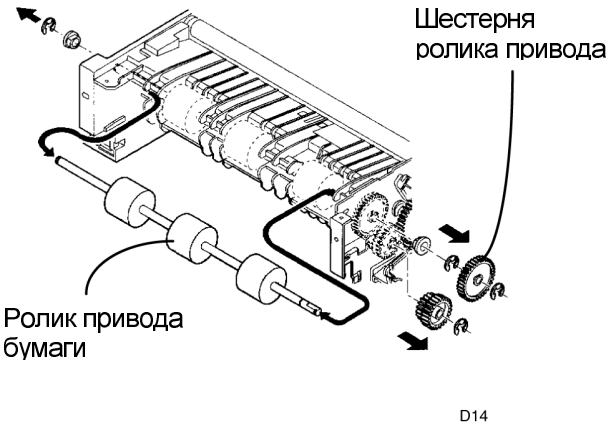

Рисунок 2. Снятие ролика привода бумаги
4. (Рисунок 2): Снимите стопорные кольца, шестерни и подшипники. Снимите ролик привода бумаги.